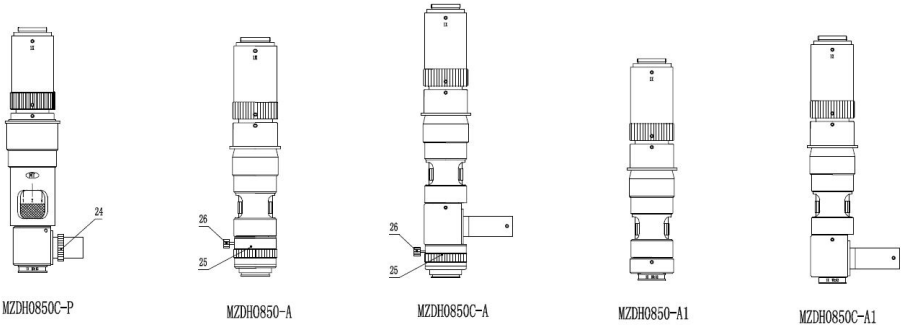
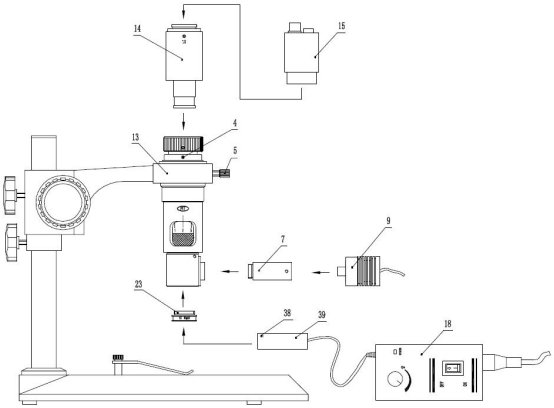
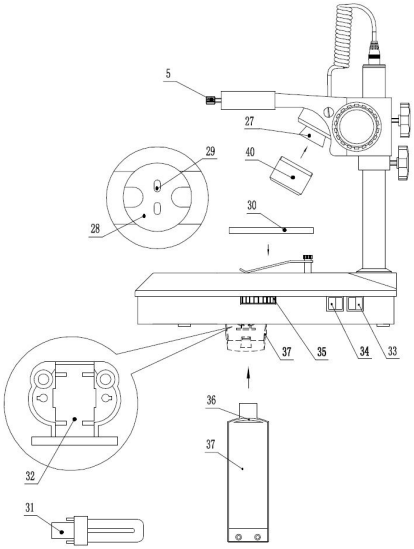

图 1
图 2
图 3
仪器的安装请看图 1、图 2
a. 主机与支架连接（图 2）
g. 外置LED环形照明的安装（图2）
(2) 使用（请看图 1、图 3）
c. 显微镜的使用（图 1）：将被检物品放置底座工作台上，转动变倍环 11 将倍率转至最低倍 0.75X，转动调焦手轮 12 使被观察物体成像清晰。然后将倍率转至最高倍 5.0X，转动调焦手轮使成像清晰，此时根据观察物体的大小转动变倍环 11 选择合适的放大倍率，根据观察需要调节 LED 同轴照明、环形灯或上、下光源的亮度，即可得到成像清晰、衬度好的图像。
(3) 前组物镜微调机构的使用（图 1）
(4) 偏光装置的使用（图 1）